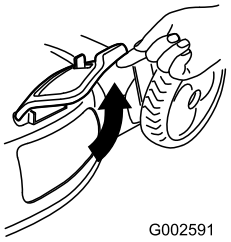

Figur 29
2. Løft opp sideutslippsluken (Figur 29).